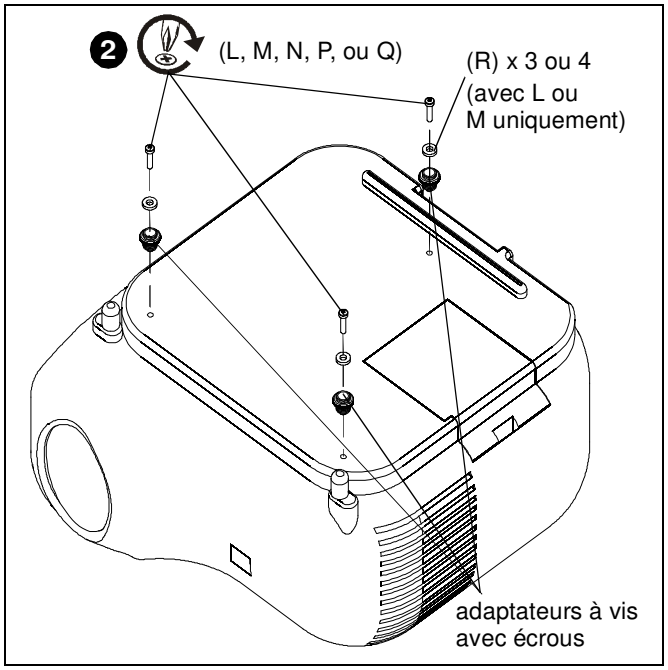

Figure 2
2. Insérez les vis dans les rondelles plates M4 (R), les adaptateurs à vis avec les écrous de réglage de la hauteur et dans les trous du projecteur. (Voir la Figure 2)